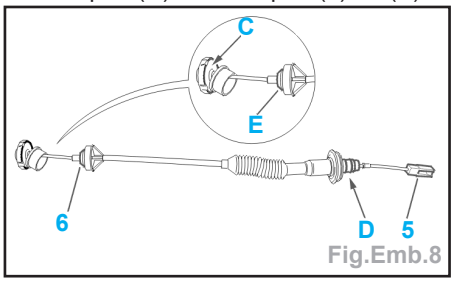

Fig.Emb.8
- Enduire la face d'appui de la rondelle **TOTAL N3945** de graisse multifonctionnelle en (C) (Fig.Emb.8).
- Enduire de graisse (**ESSO NORVA 2734**) la chape (5),
- Enduire de pâte de montage pour pneus le tampon (D) et le tampon (6) en (E).